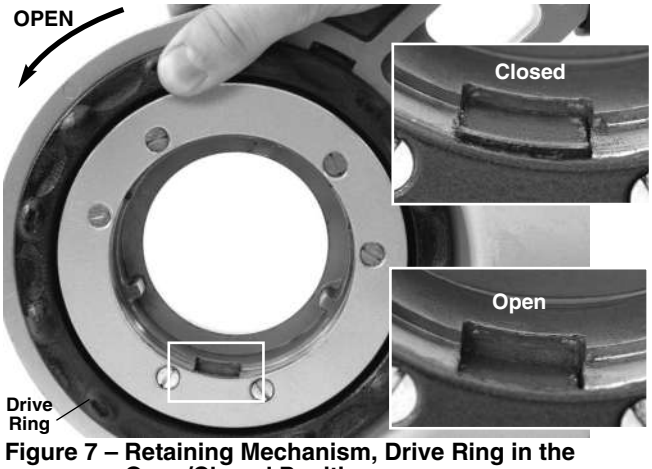

Figure 7 – Retaining Mechanism, Drive Ring in the Open/Closed Position
b. Rotate the drive ring counter-clockwise to open the retaining mechanism. Fully insert the die head or adapter (if required) spline end into the power drive *(Figure 7).*